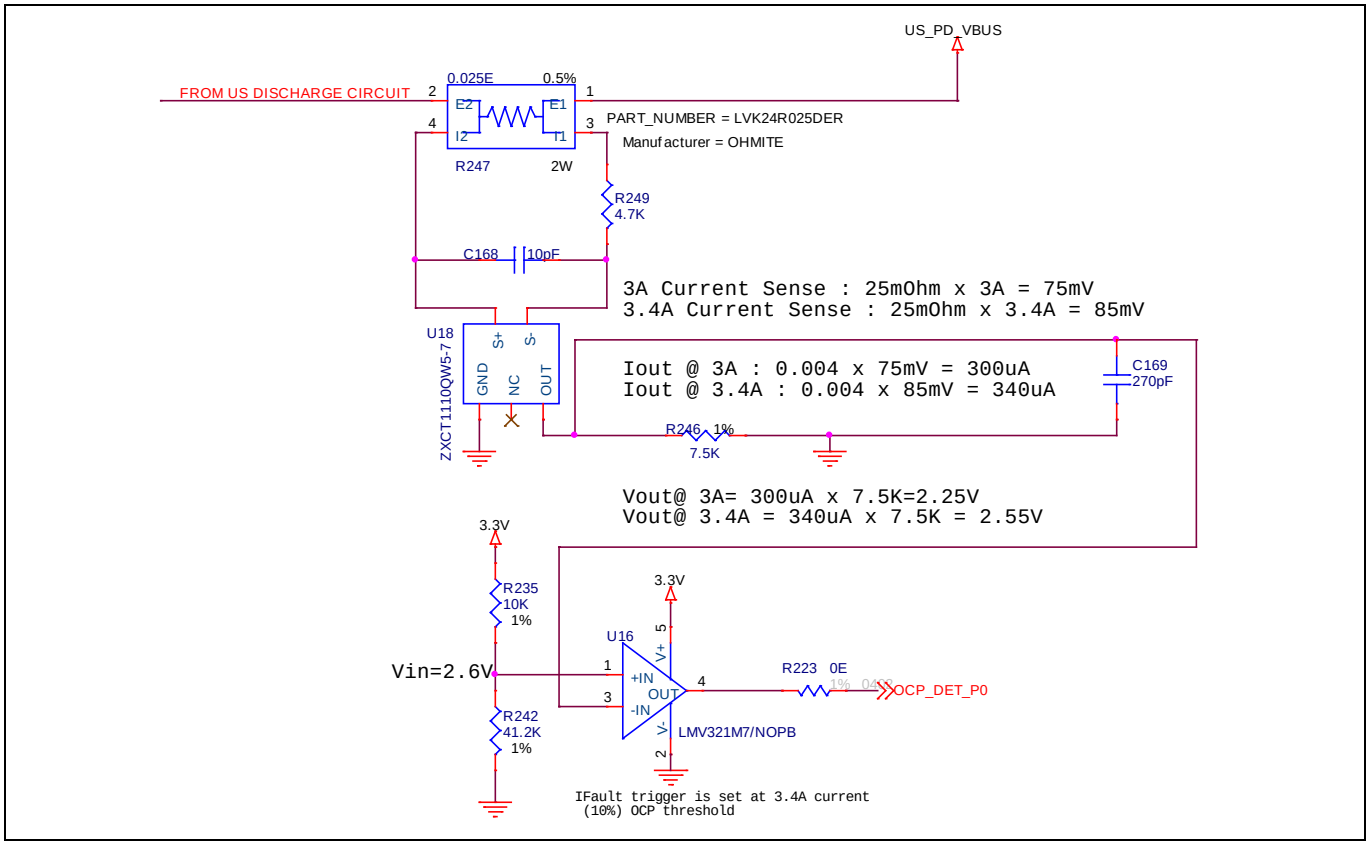

**Figure 12　US ポートで使用される過電流保護回路**
Figure 12 に、US ポートに実装された過電流保護回路を示します。VBUS 電流が事前定義された制限 (3.4 A) を超えると、OCP 回路は US ポートへの VBUS を遮断します。電流検出回路は VBUS ラインに実装されています。オペアンプコンパレータは、回路の最終段階で使用され、過電流イベントが発生するたびに HX3PD に通知します。オペアンプへの電源は 3.3 V と 0 V です。
インフィニオンのリファレンスデザインでは、Diodes Incorporated の ZXCT1110 (Figure 12 の U18) をハイサイド電流検出モニタとして使用しています。この IC には、2 つの外付け抵抗 $R_{SENSE}$ と $R_{GAIN}$ が必要です。$R_{SENSE}$ の抵抗値の選択は、特定の温度範囲に対する電力効率と精度の間で妥協することが多いため、非常に重要です。この抵抗は、電源と負荷の間の過度の電圧降下を避けるために十分に小さくする必要があります。ただし、抵抗は、過度の電流測定誤差、特にランダム誤差を回避するのに十分な大きさに
*Note:　DS1 ポートの OCP 実装は、Figure 12 に示す同様の回路を使用します。*